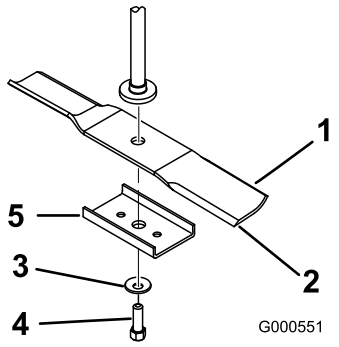
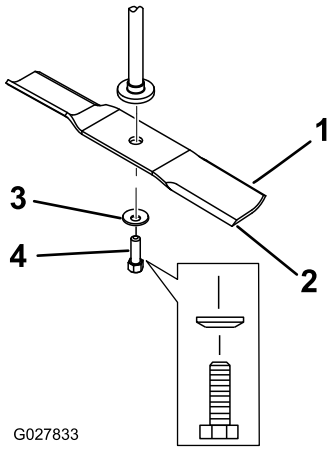

Figur 52
Figur 53
2. Fjern knivstiveren (kun skjolde på 81 cm), skæreknivsbolten, den buede skive og skærekniven fra spindelakslen (Figur 53 og Figur 52).
1. Monter kniven på spindelakslen (Figur 53).
2. Monter knivstiveren (kun skjolde på 81 cm), den buede skive (den buede side mod kniven) samt knivbolten (Figur 53).